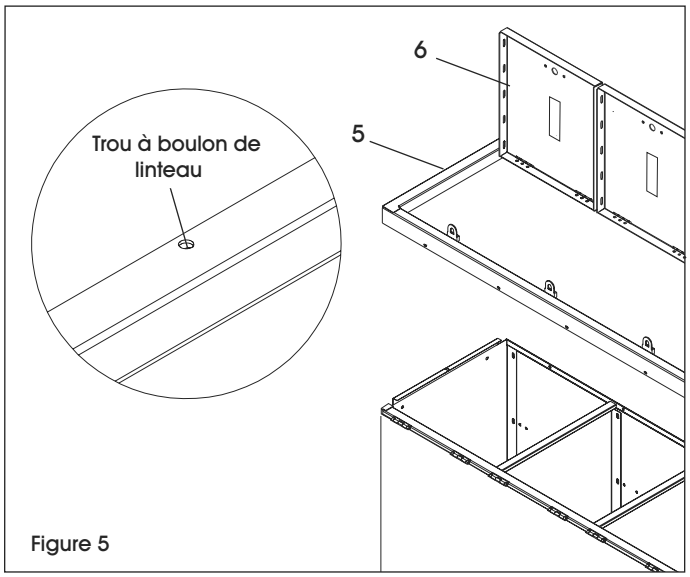

Figure 5
6. Placez les ensembles porte et cadre (5 et 6) sur le corps du casier. Assurez-vous que les côtés du corps sont à l'intérieur des cadres. Fixez le haut au linteau de cadre et le bas au seuil de cadre. Terminez en fixant les panneaux latéraux au cadre de porte. (Voir Figure 5)